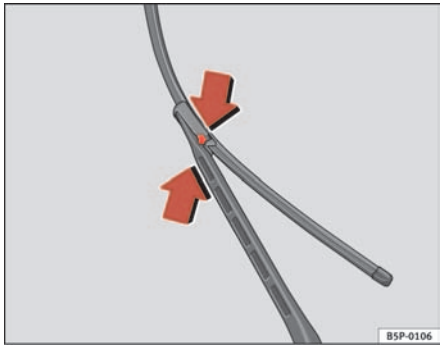

Fig. 166 Changing the front wiper blades
– Push the side buttons, free the blade and pull in the direction of the arrow ⇒ fig. 166.